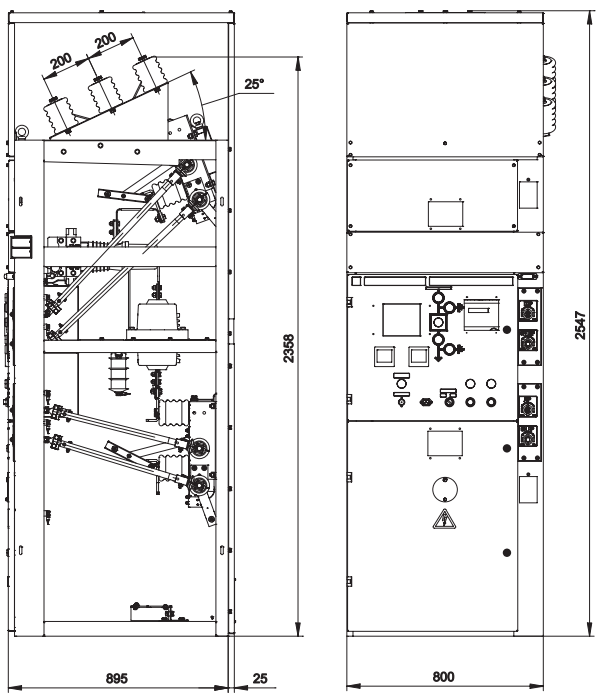

Рис. 4
- **BB/TEL – Таврида Электрик (рис. 4);**